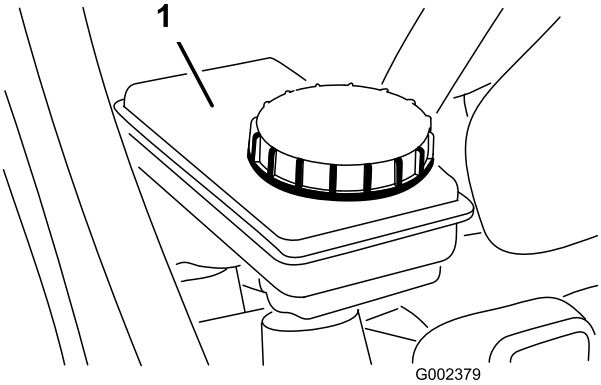

Figur 24
2. Vätskenivån ska nå upp till markeringen Full i behållaren (Figur 24).
3. Om vätskenivån är låg ska du göra rent runt locket på behållaren, ta bort locket och fylla på behållaren med angiven bromsvätska upp till rätt nivå (Figur 24).